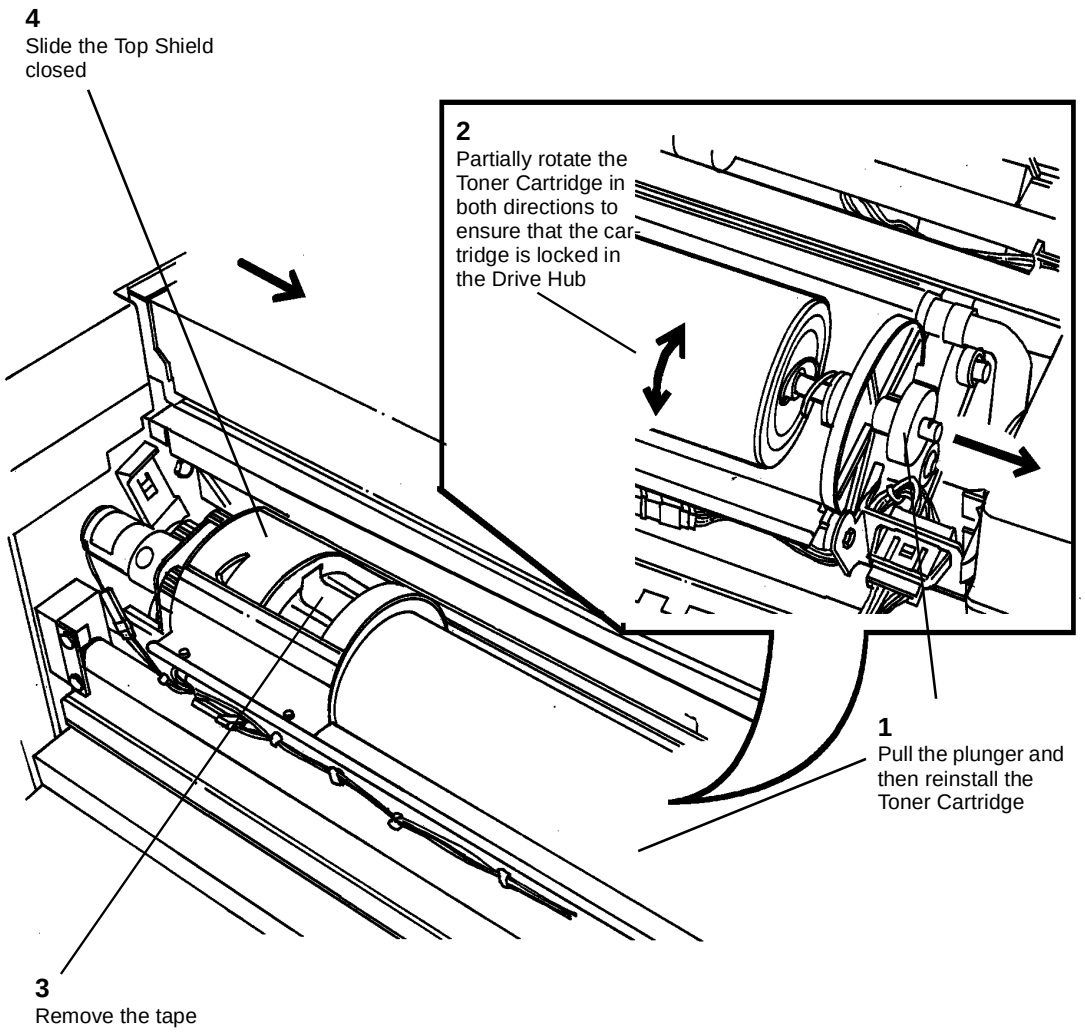

**Figure 4 Reinstalling the Toner Cartridge**
2. (Figure 4): Reinstall the Toner Cartridge.